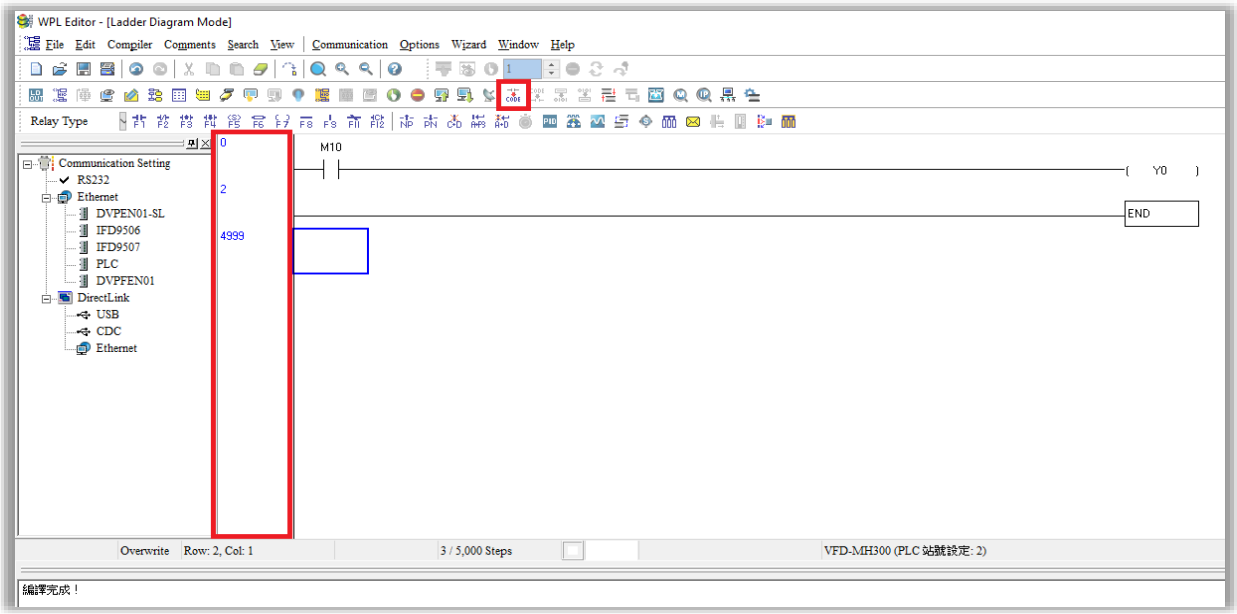

Figure 15-18
Step 5. Click **Ladder Diagram=>Command** button to convert the edited ladder diagram to the commands. After compiling is finished, the number of rungs (steps) appear on the left side of the busbar, as Figure 15-18 shows.